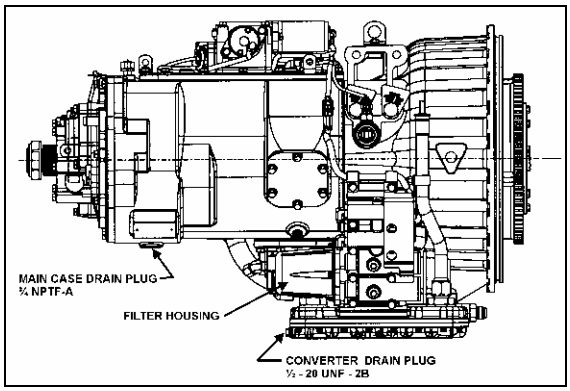

FIGURE 9: DRAIN PLUGS AND FILTER 07065
1. Locate the drain plugs on the bottom of the transmission case and on the bottom of the torque converter housing pan (Fig. 9).
2. Run the engine for at least one minute. Shift to Drive (D) and operate the engine for 30 seconds at 1000-1500 rpm; then shift to Reverse (R) to clear the hydraulic system of air. Finally shift to Neutral (N) and allow the engine to idle (500 - 800 rpm).
3. While the engine is running, remove the dipstick from the tube and wipe it clean (Figs. 9 & 10).